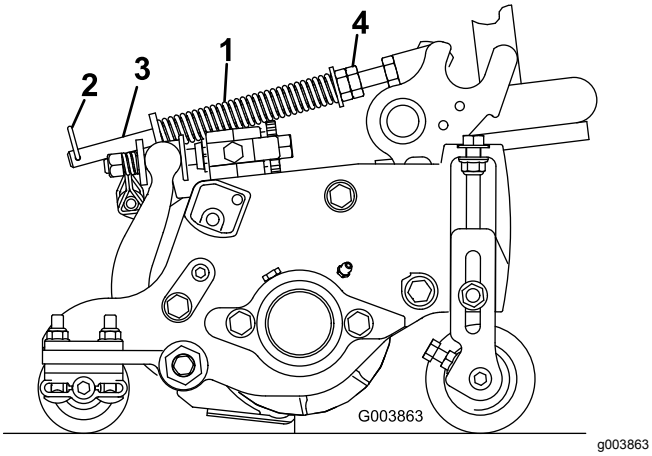

**Figur 15**
Gräsutjämningsfjädern överför vikt från den främre till den bakre valsen (Figur 15). Detta hjälper till att minska förekomsten av det vågformade mönster i gräsmattan som kallas för ”ondulering” eller ”bobbing”.
1. Se till att hårnålssprinten sitter i det bakre hålet på fjäderstången (Figur 15).
2. Dra åt sexkantsmuttrarna på fjäderstångens främre ände till dess att fjäderns komprimerade längd är 12,7 cm på 5 tums-klippenheter, eller 15,9 cm på 7 tums-klippenheter (Figur 15).